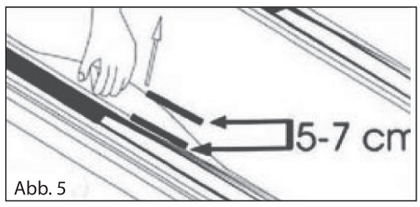

Abb. 5
2.3. Laufbandspannung reduzieren (Abb. 3; Abb. 5):
2.4. Laufbandspannung straffen (Abb. 4; Abb. 5):